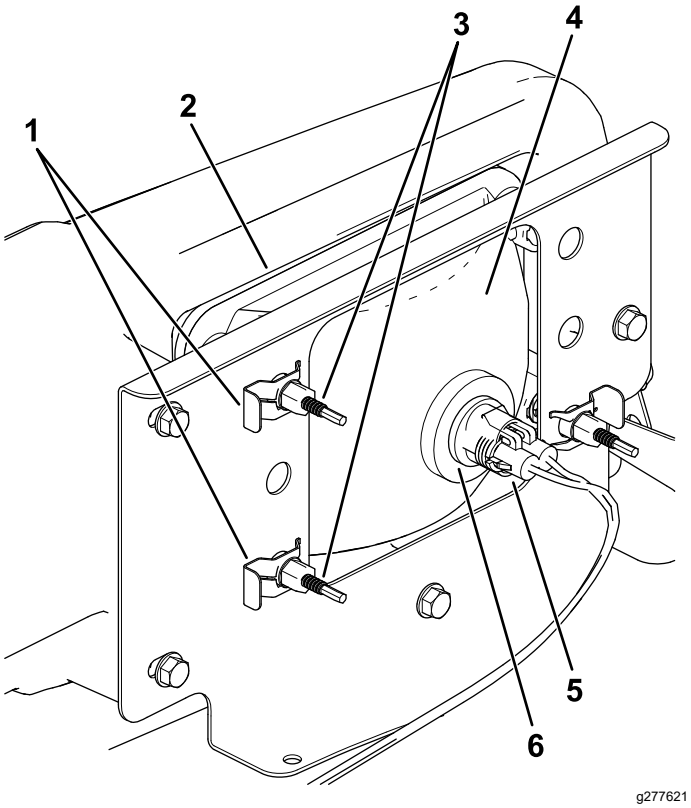

Figur 43
3. Frakobl det elektriske stik til ledningsnettet fra stikket på lampesamlingen (Figur 43).
4. Afmonter klemmerne, der fastgør forlygten til forlygtebeslaget (Figur 43).
5. Fjern forlygteenheden ved at føre den fremad og ud gennem åbningen i forkofangeren (Figur 43).
6. Monter den nye forlygte gennem åbningen i kofangeren (Figur 43).
8. Tilslut det elektriske stik til ledningsnettet til stikket på lampesamlingen (Figur 43).
5. Drej justeringsskruer (Figur 43) bag på forlygteenheden for at dreje forlygteenheden og rette positionen af lygtens lysstråle ind.